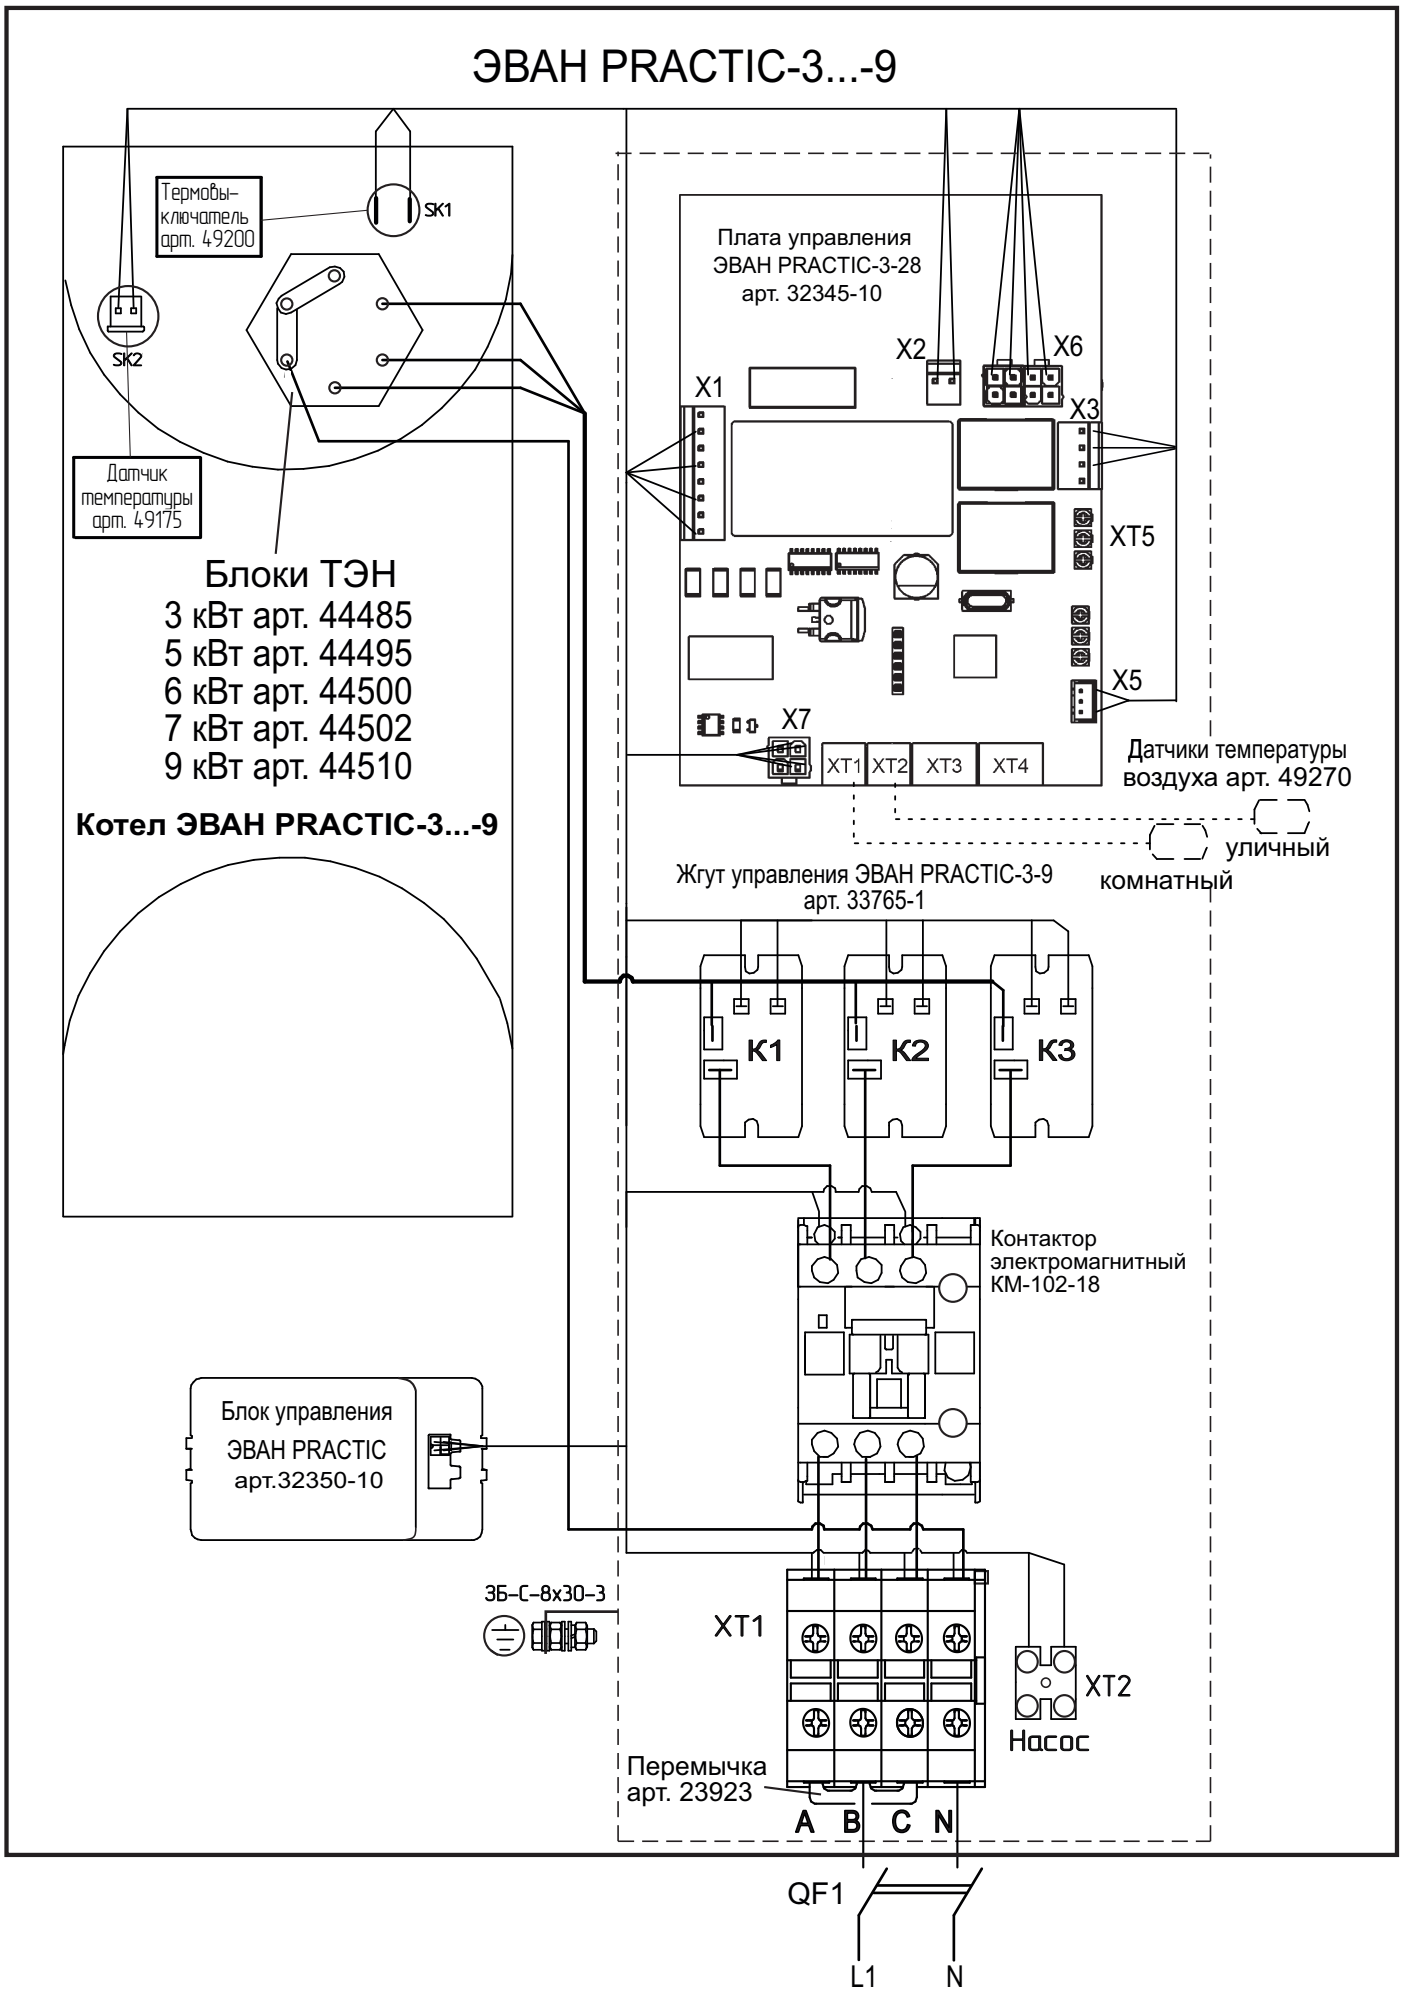

Рисунок 18. Схема подключения ЭВАН PRACTIC-3...-9 к сети 220В.
6.1.10 Подключение прибора к электрической сети производится в соответствии с рис. 18 - 23 только через внешний автоматический выключатель QF1, с номинальным током (Iн) указанным в таблице 2. Ввод кабеля в приборы ЭВАН PRACTIC -3 ... -28, ЭВАН PRACTIC -3P ... -28P осуществлять через гермоввод (сальник), прилагаемый в комплекте.
6.1.12 Подключение силового кабеля, шнура питания циркуляционного насоса, шнура датчиков температуры воздуха и прочих устройств производятся согласно ПУЭ и ППБ в соответствии с рис. 18 - 23.